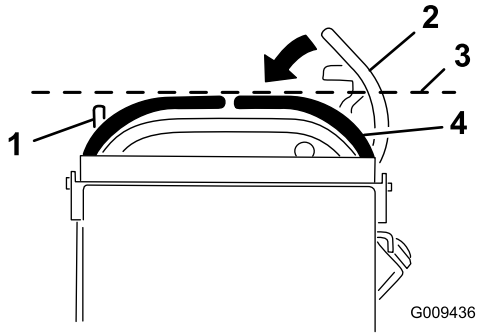

**Figur 67**
3. Skub højre bevægelseshåndtag ned og ud af den neutrale låseposition (Figur 67).
4. Kontroller, at det flugter vandret med venstre bevægelseshåndtag (Figur 67).